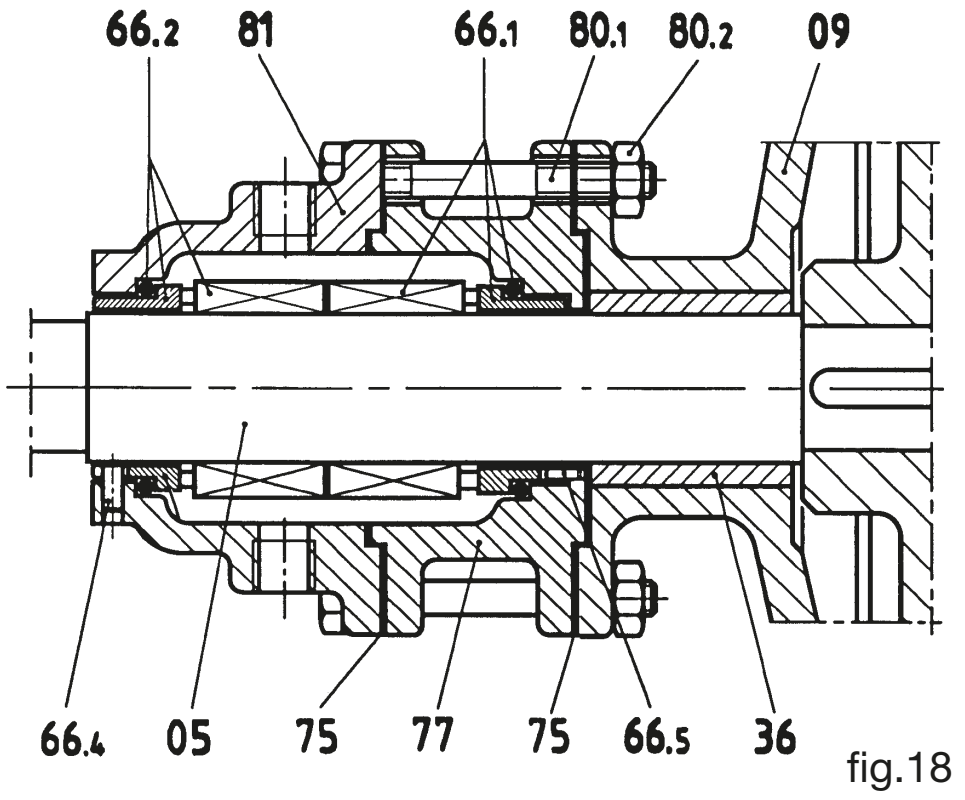

fig.18
11.11 Extracción de la junta estanca mecánica simple ST8 (fig. 18)